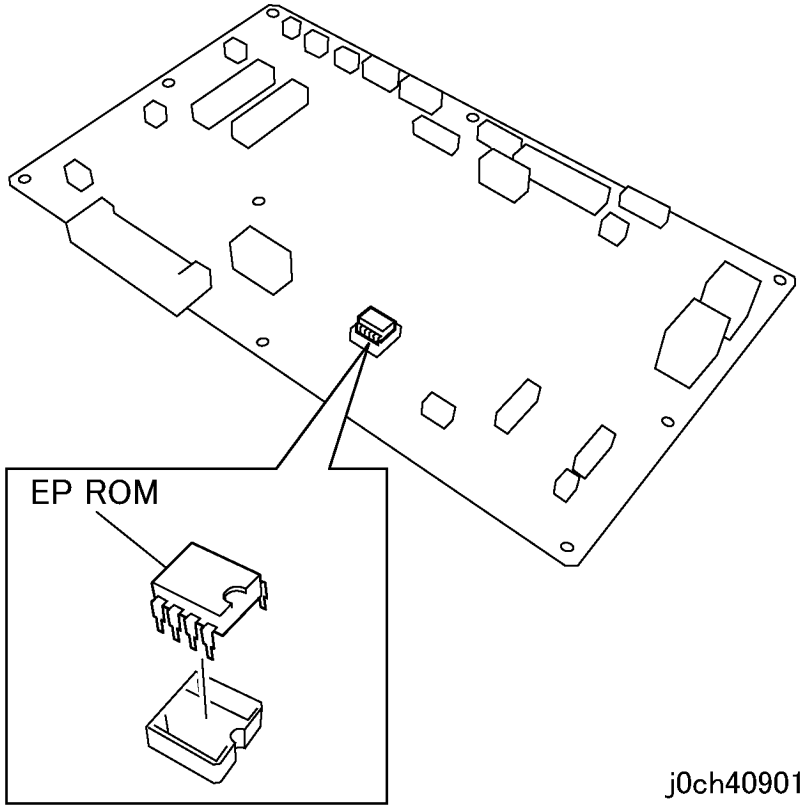

Рисунок 1 Установка EP ROM (j0ch40901)
3. Перед заменой MCU PWB замените EP ROM с содержащимися в ней данными MCU PWB (рисунок 1).